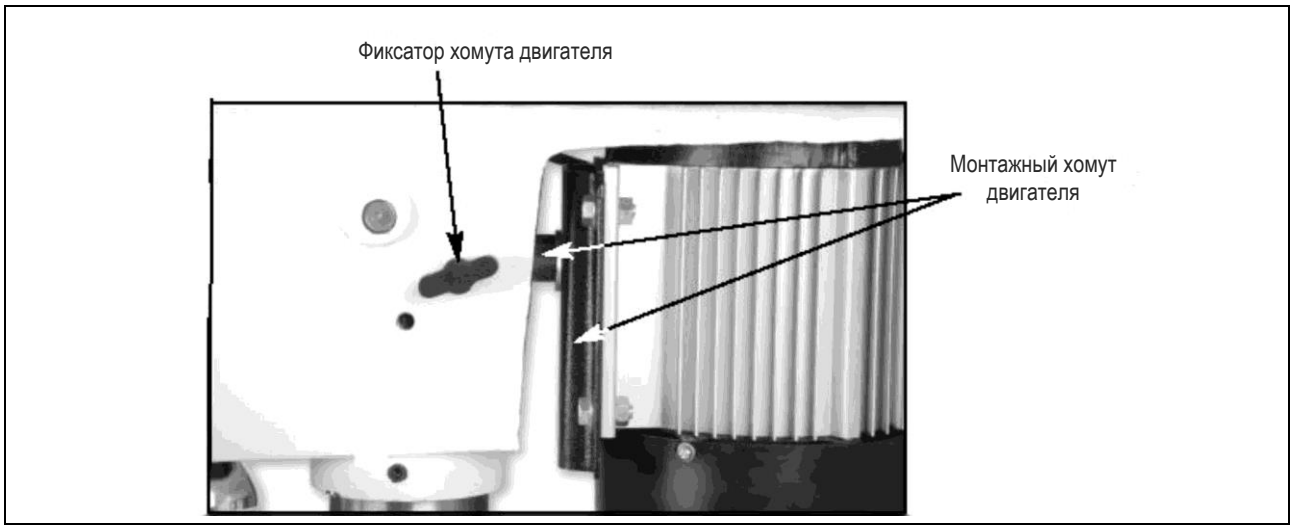

Рис. 13
1. Ослабьте фиксирующие рукоятки натяжения ремня с обеих сторон передней бабки, поворачивая их против часовой стрелки, как показано на **рис. 13**.